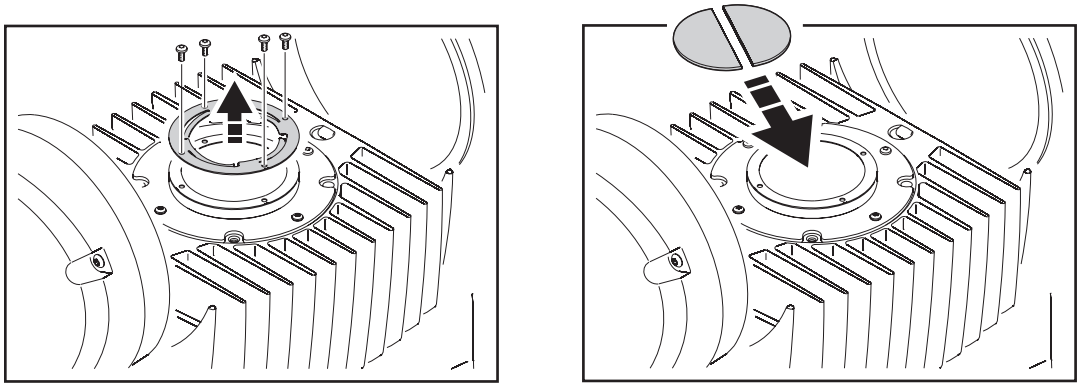

Figure 20: Filterholder and diffuser filter
6. See Figure 20. Note the position of the filterholder spring – with spring legs pushing in towards the lamp – on the lamp module front plate. Remove the four spring retaining screws and remove the spring.
7. Put on clean cotton gloves to avoid getting oil from your fingers on the filter. See Figure 20. Place the diffuser segments into the metal filterholder ring on the front of the lamp module with their shiny sides facing towards the lamp and matt, textured sides facing towards the front lens.